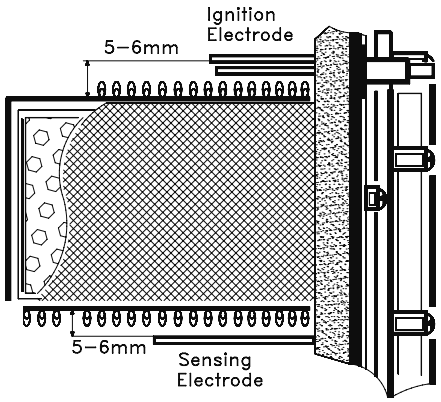

Fig. 31
7.4.7 Examine the spark and sensing electrodes for any mechanical damage, Clean away any debris and check the spark and sensing gap. See Fig.31.